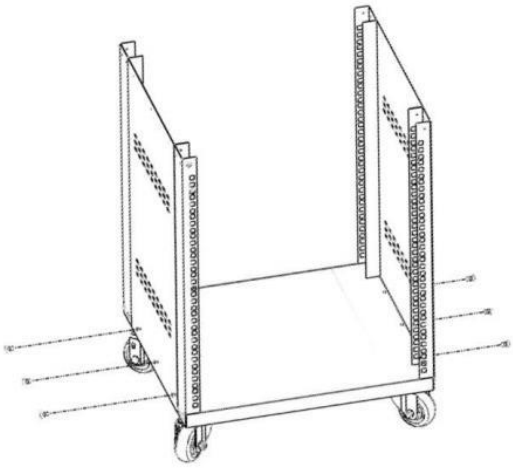

Figure 3
3. Aligner le côté panneau (④) avec bas panneau (②), sécurisé avec 3 vis de fixation d'assemblage m5 (⑦) à l'aide d' un tournevis électrique . Puis il adopte la même méthode.
étape pour fixer un autre panneau latéral (④). Voir Figure 3 .